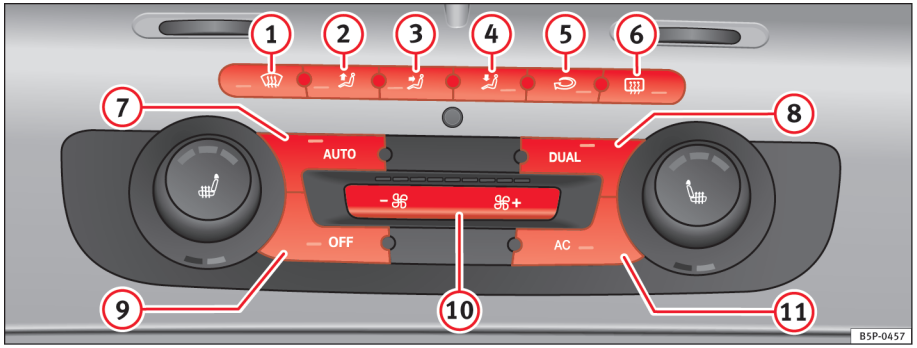

Fig. 111 I instrumentpanelet: betjeningselementer til 2C-Climatronic
– For at vælge den ønskede temperatur i venstre eller højre side af kabinen skal du betjene kontakterne til temperaturindstilling ⇒ fig. 111 (9) eller (14).
– Tryk på knappen AUTO ⇒ side 144, fig. 111. I radioens display vises AUTO High (højt blæsertrin).
– Tryk en gang til på knappen AUTO ⇒ side 144, fig. 111. I radioens display vises AUTO Low (lavt blæsertrin).